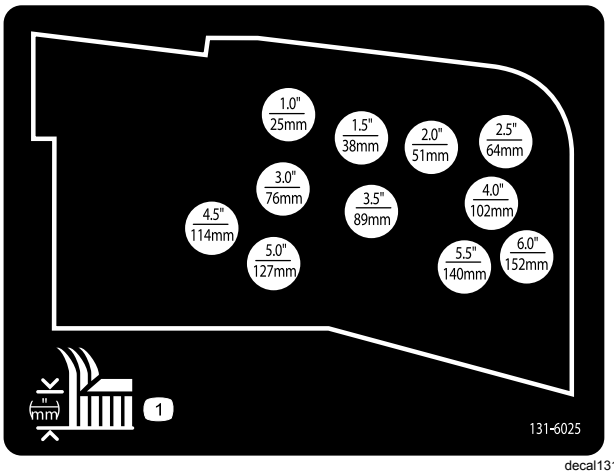

Figur 19
10. Monter klippehøjdekæderne i det ønskede klippehøjdehul med gaffelbolten og låseclipsen (Figur 19).